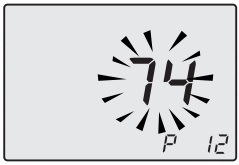

Fig. 7.47
- Scroll the various parameters using keys 17 or 18 until the letters **P12** are displayed on the LCD display and the value of the parameter (74=Inovia 25C ERP, 78=Inovia 30C ERP or 84=Inovia 35C ERP), indicating that ”parameter 12” (Fig. 7.47) has been activated.